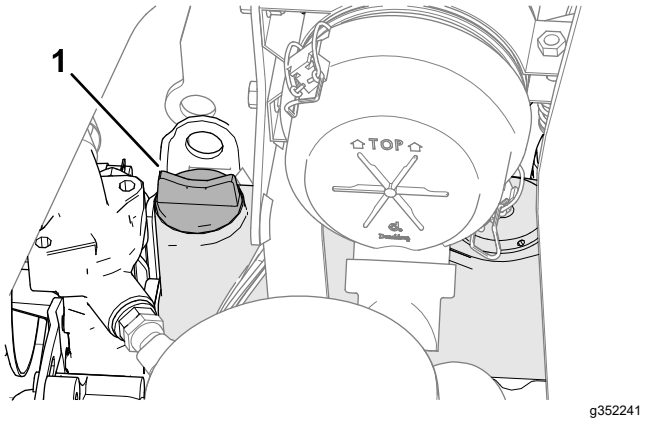

Figur 62
5. Hvis oliestanden er lav, skal du fjerne oliepåfyldningsdækslet (Figur 62) og gradvist fylde små mængder olie på og ofte kontrollere oliestanden, indtil den når FULL-mærket på målepinden.